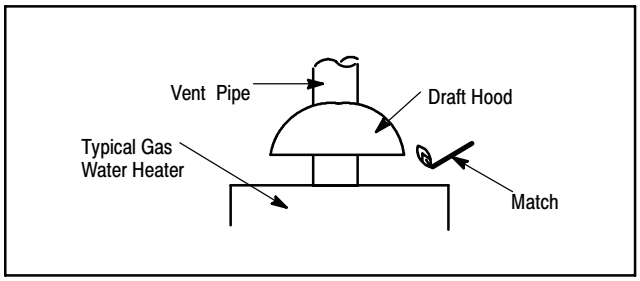

**Fig. 7 - Vent Check**
7. Test for spillage from draft hood equipped appliances at the draft hood relief opening after 5 minutes of main burner operation. Use the flame of a match or candle. (Fig. 7)